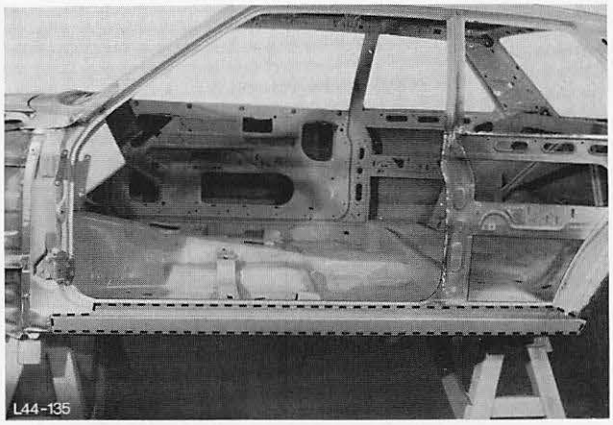

Abb. 147 Ansicht des auszutrennenden Türschwellers
2. Türschweller komplett austrennen, Abb. 147/148.